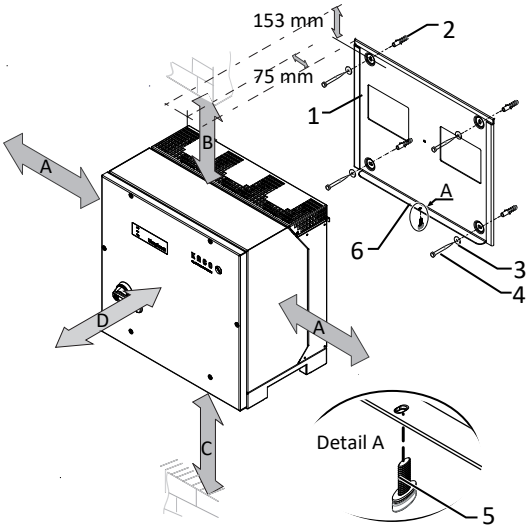

Fig. 11: Minimum clearances for wall mounting
3. Insert the screw provided into the lug of the mount and [T30 / 2 Nm] ([See figure 11 [▶ Page 17]).